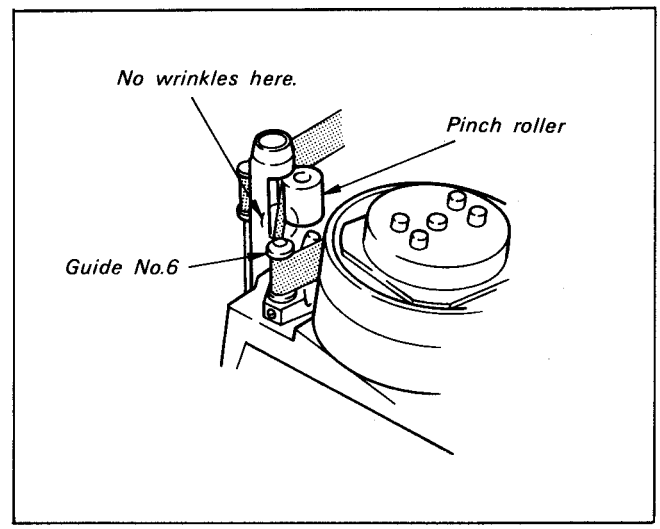

Fig. 2-67
5) Set to playback mode and confirm that the RF waveform rises horizontally. Confirm that there are no wrinkles in the tape in the vicinity of the pin roller (See Fig. 2-67).